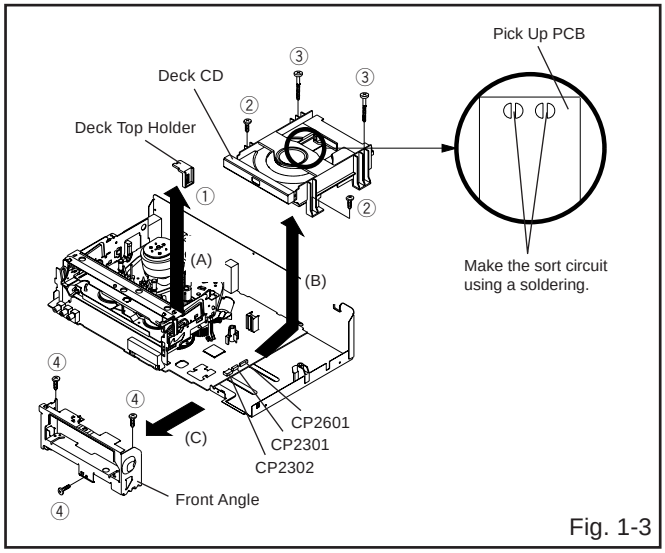

Fig. 1-3
1-3: DECK CD (Refer to Fig. 1-3)
1. Make the short circuit on the position as shown **Fig. 1-3** using a soldering. If you remove the Deck CD with no soldering, the Laser may be damaged.
2. Unlock the support ① and remove the Deck Top Holder in the direction of arrow (A).
3. Remove the 2 screws ②.
4. Remove the 2 screws ③.
6. Remove the Deck CD in the direction of arrow (B).
7. Remove the 3 screws ④.
8. Remove the Front Angle in the direction of arrow (C).